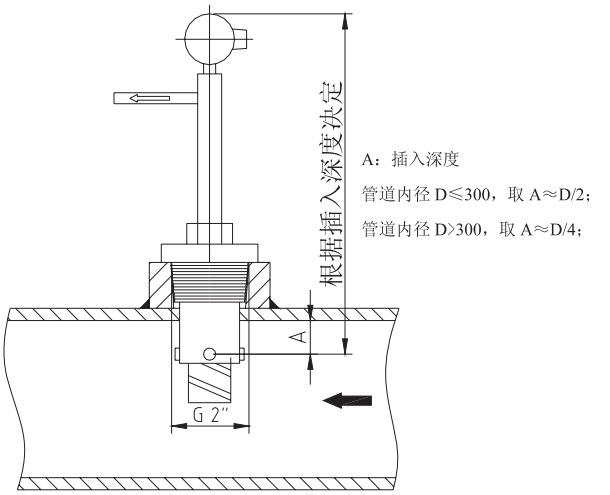

图 3 LWGI 插入式涡轮流量计的安装
1. 安装示意图如图 3 所示。
c. 直管段足够长时，采样平均流速点测量法，即可测量管道介质的平均流速。当直管段较短时，一般采用中心流速测量法，也是最常用的方法，此时插头深度为 h=0.5D，测得的是管道介质的最大流速(见图 3)；当管径较大时，一般采用平均流速测量法，此时插头深度为 h=0.125D，测得的是管道介质的平均流速。